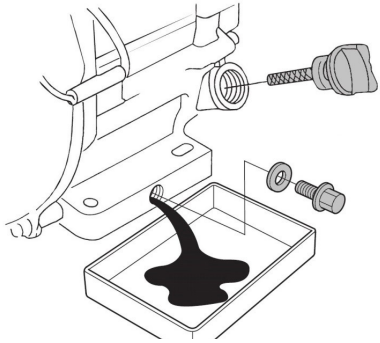

Рис. 27 Замена масла в двигателе
6. Открутите пробку для слива масла и слейте отработанное масло в подготовленную для этого емкость (Рис. 27).